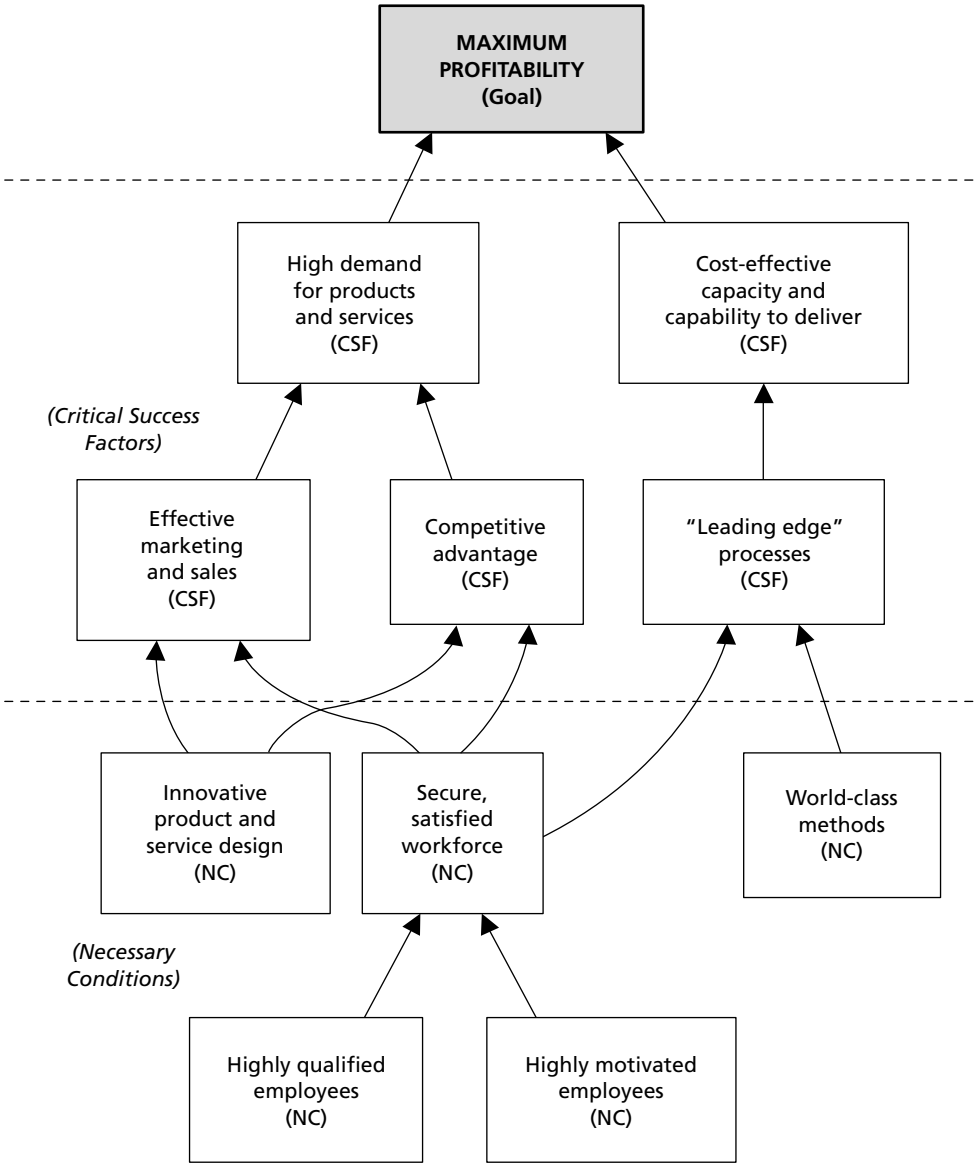

Figure 3.4 Strategic Intermediate Objectives (IO) Map.
The relationship among the ultimate system goal, the critical success factors, and their supporting necessary condition hierarchy can be represented in a single logic tree called an Intermediate Objectives (IO) Map (see Figure 3.4). The IO Map is a cascading structure of requirements, from general at the upper level to more specific at the lower level. In its entirety, it represents what ought to be happening—the system's destination, mentioned earlier. Notice, too, that the CSFs in Figure 3.4 are terminal outcomes and that the subordinate NCs are more narrowly focused, detailed efforts.